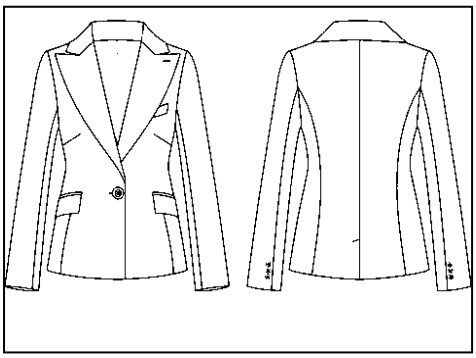

FIGUUR 14
4.6 Perfek gevormde skouers in snyersuitrustings kan slegs verkry word deur skouerkussings te gebruik. Die baadjie in FIGUUR 14 toon 'n goeie proporsionele skouerlyn.